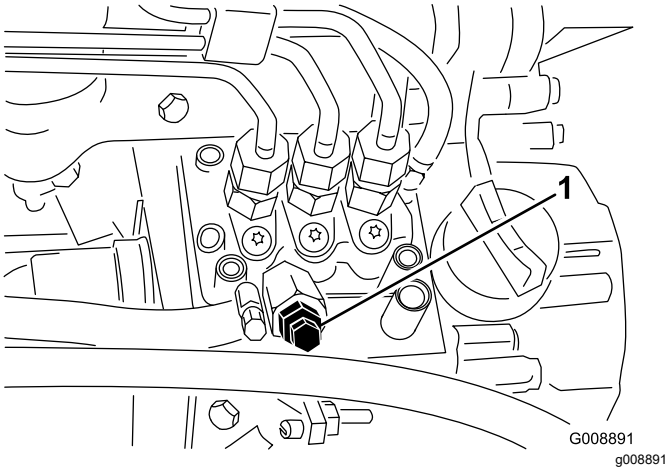

Figuur 50
4. Draai de ontluchtschroef op de brandstofinjectiepomp open (Figuur 50).